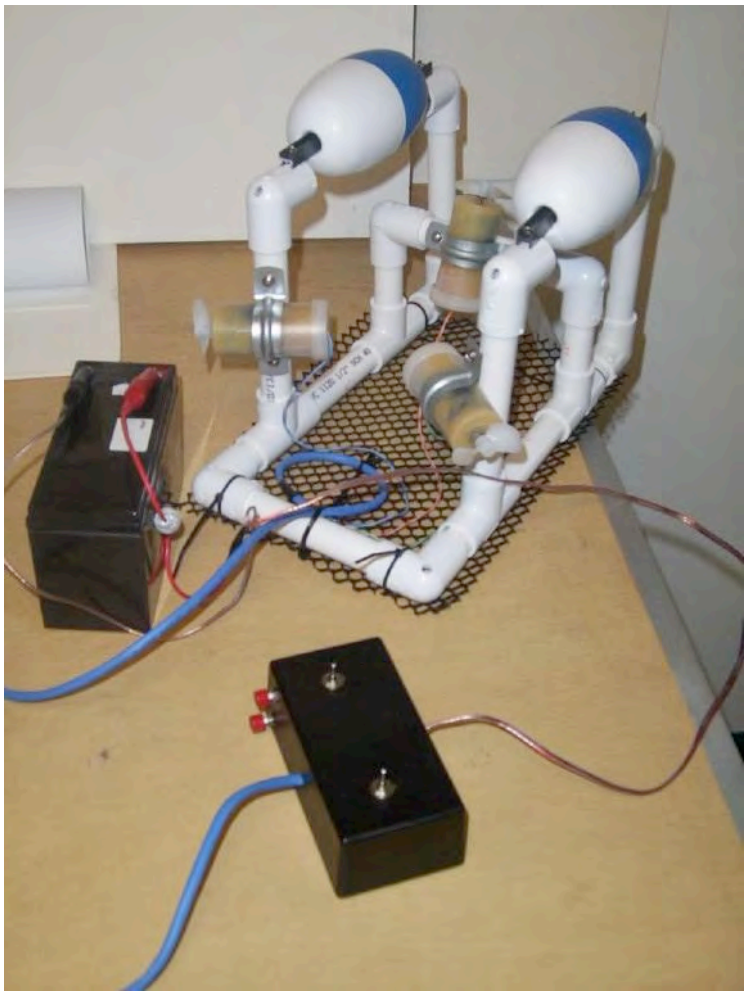

**Figure 49**: Finished Sea Perch ROV
6. Congratulations, you have completed your Sea Perch ROV! (Figure 49).